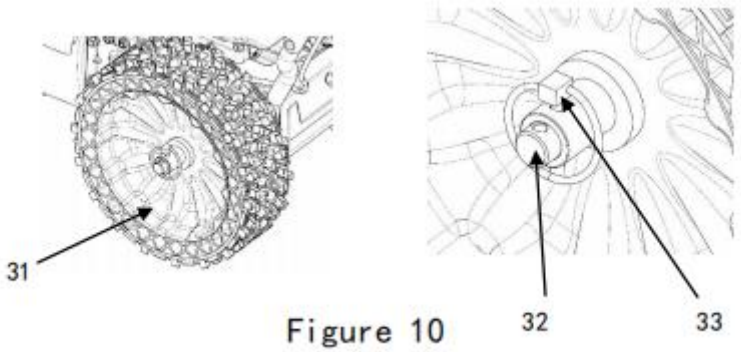

Figure 10
2. Insert the ring-shaped locking pin (Item 33) simultaneously through both the tire axle and wheel shaft inner holes to lock the wheels in drive mode. (See Figure 10)